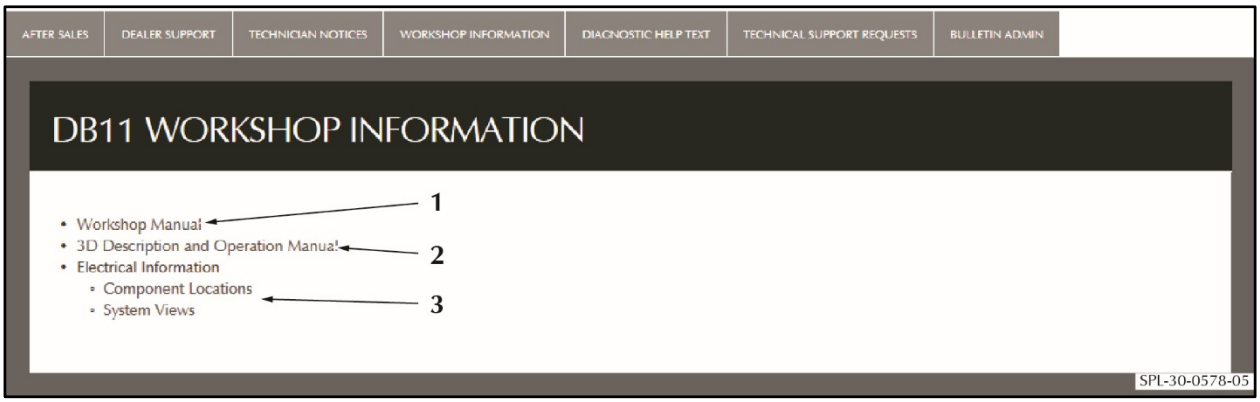

Figure 2
1. A list of workshop data for that model will show (refer to Figure 2). There are links to the following manuals:The Workshop Manual